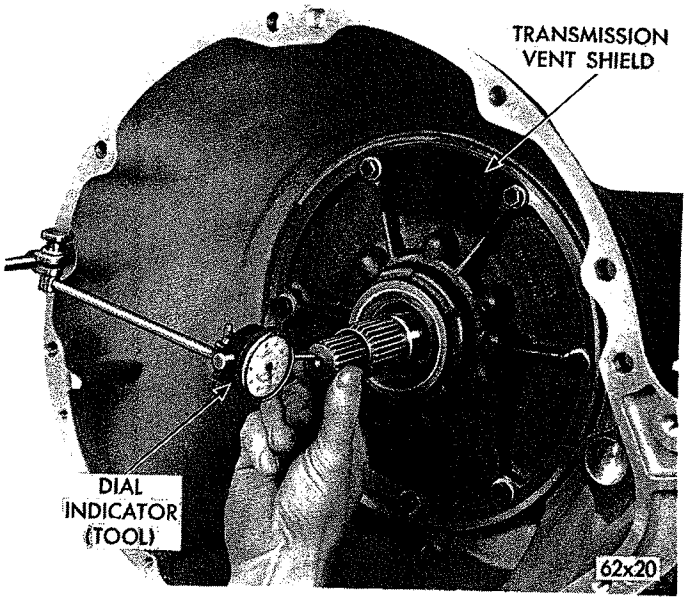

**Fig. 54—Measuring Drive Train End Play**
(1) Attach a dial indicator to transmission bell housing with its plunger seated against end of input shaft (Fig. 54). Chuck input shaft in and out to obtain end play reading. End play specifications are: .022 to .091 inch for A-904-G and A-904-LA transmissions, and .036 to .084 inch for A-727-A and B transmissions.
(2) Record indicator reading for reference when reassembling the transmission. Refer to Page 94.